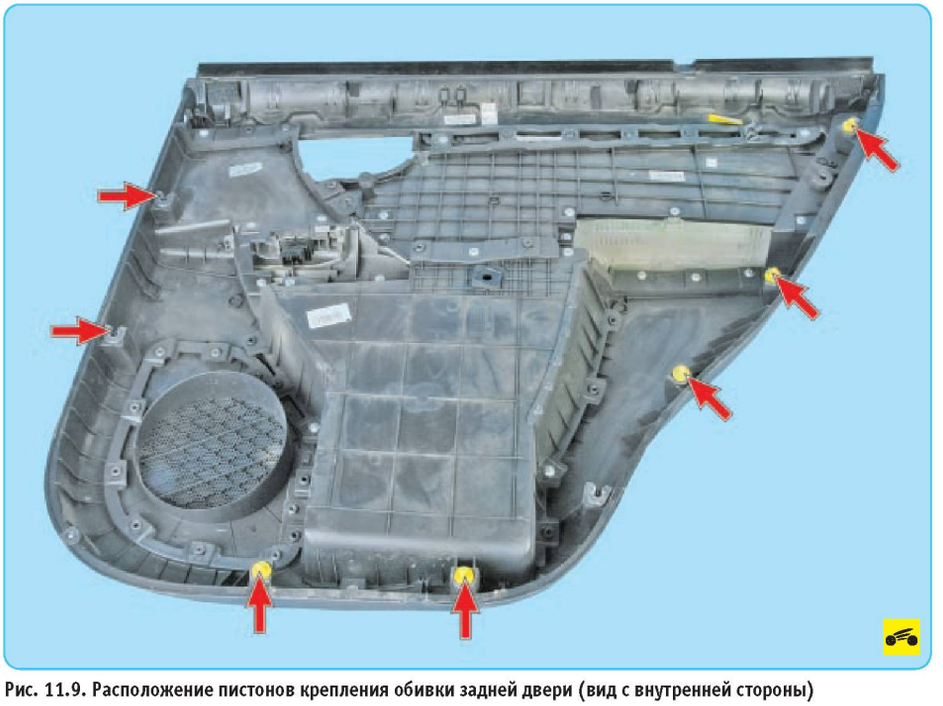

Рис. 11.9. Расположение пистонов крепления обивки задней двери (вид с внутренней стороны)
13. ...и, преодолевая сопротивление пистонов крепления (рис. 11.9), отсоедините обивку от панели двери.